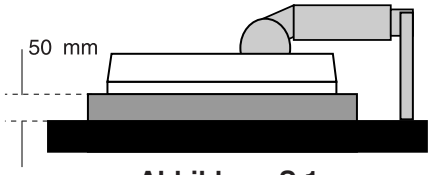

Abbildung S.1
3. Legen Sie den Monitor mit der Vorderseite nach unten auf eine weiche Oberfläche (der Bildschirm sollte auf eine um 50 mm erhöhte Fläche gelegt werden, damit der Fuß bündig mit der Oberfläche des Tisches abschließt, siehe **Abbildung S.1**).